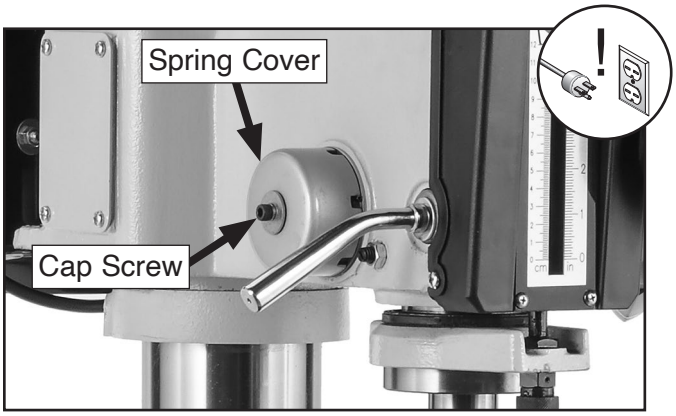

Figure 63. Spring tension components.
3. Loosen cap screw shown in **Figure 63** 2–3 turns (DO NOT completely remove it).